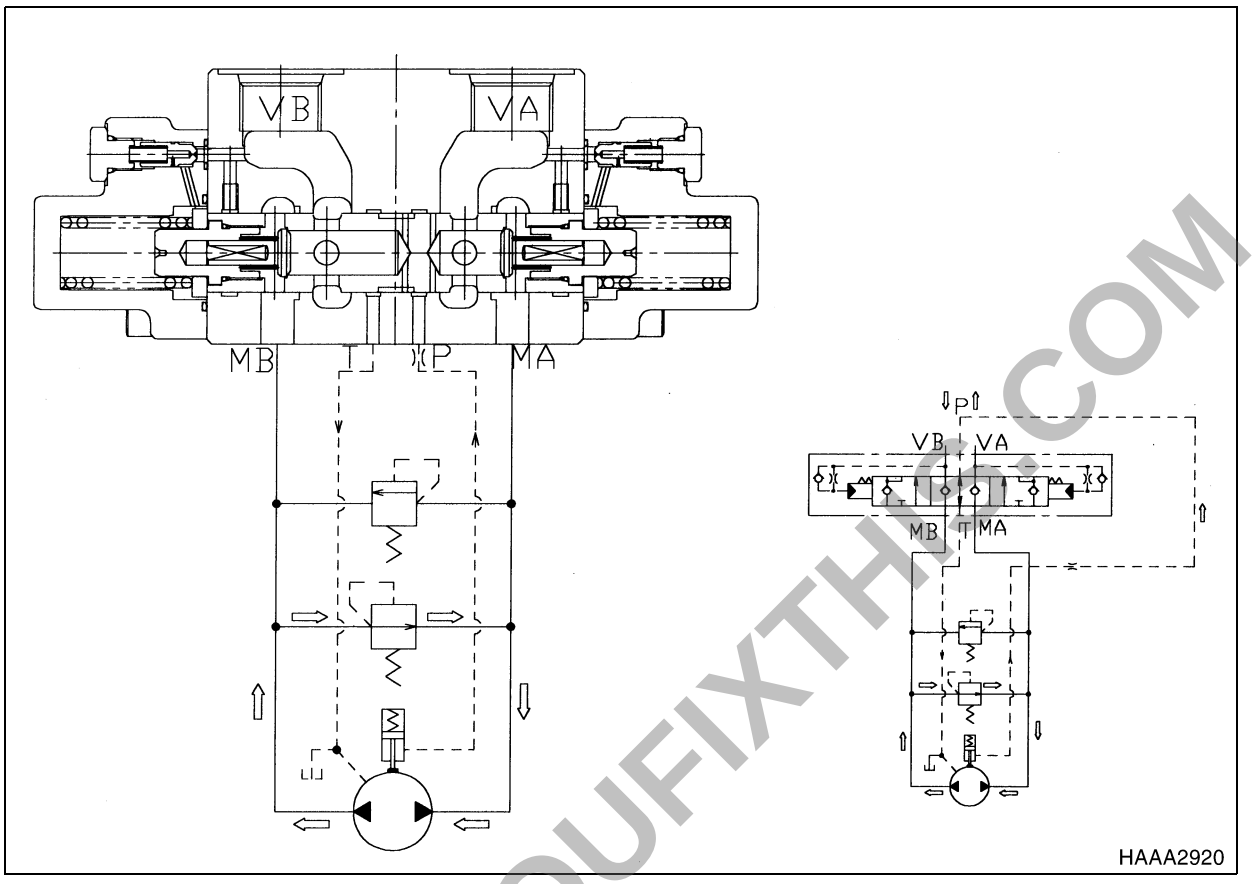

Figure 15 STOPPING POSITION
3) Stopping operation (See Figure 15)